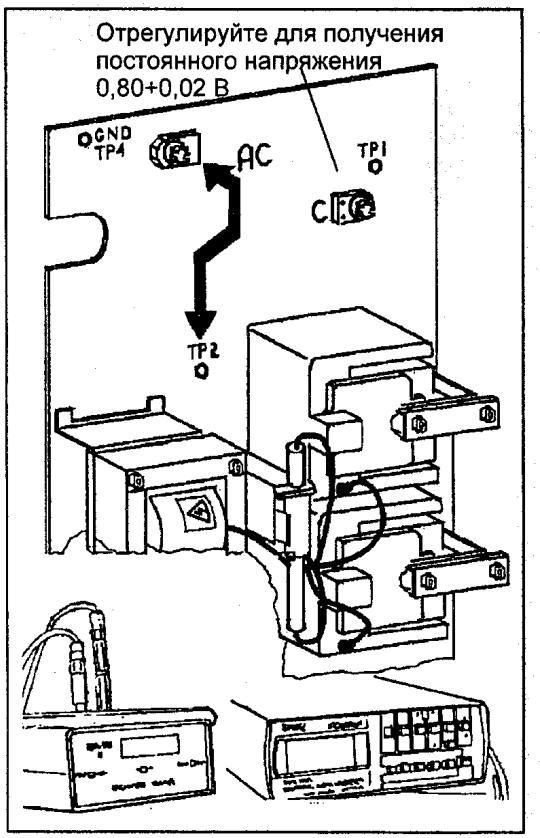

Рис. 7 Регулировка напряжения заряда
14. (РИС. 7): ОТРЕГУЛИРУЙТЕ НАПРЯЖЕНИЕ ЗАРЯДА.